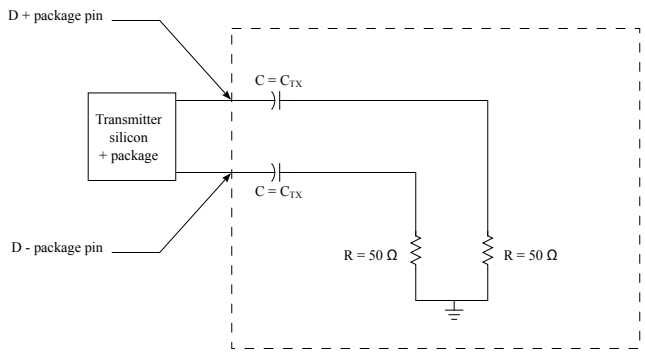

Figure 53. Test and measurement load
| 1. Each UI is 400 ps ± 300 ppm. UI does not account for spread-spectrum clock dictated variations.2. The maximum transmitter jitter can be derived as $T_{TX\text{-}MAX\text{-}JITTER} = 1 - T_{TX\text{-}EYE} = 0.25$ UI. Does not include spread-spectrum or REFCLK jitter. Includes devices random jitter at $10^{-12}$.3. Specified at the measurement point into a timing and voltage test load and measured over any 250 consecutive transmitter Uis.4. A $T_{TX\text{-}EYE}$ - 0.75 UI provides for a a total sum of deterministic and random jitter budget of $T_{TX\text{-}JITTER\text{-}MAX}$ = 0.25 UI for the transmitter collected over any 250 consecutive transmitter Uis. The $T_{TX\text{-}EYE\text{-}MEDIAN\text{-}to\text{-}MAX\text{-}JITTER}$ median is less than half of the total transmitter budget collected over any 250 consecutive transmitter UIs. It must be noted that the median is not the same as the mean. The jitter median describes the point in time where the number of jitter points on either side is approximately equal as opposed to the averaged time value.5. See Figure 53.6. Jiiter is defined as the measurement variation of the crossing points ($V_{TX\text{-}DIFFp\text{-}p}$ = 0 V) in relation to a recovered transmitter UI. A recovered transmitter UI is calculated over 3500 consecutive unit intervals of sample data. Jitter is measured using all edges of the 250 consecutive UI in the center of the 3500 UI used for calculating the transmitter UI. | | | | | | |
5. See Figure 53.